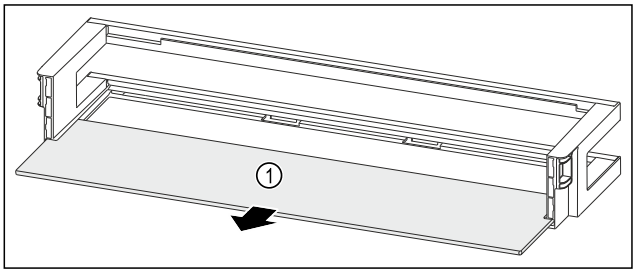

*Fig. 56 Door rack with shelf*
▶ Remove the shelf *Fig. 56 (1)*.